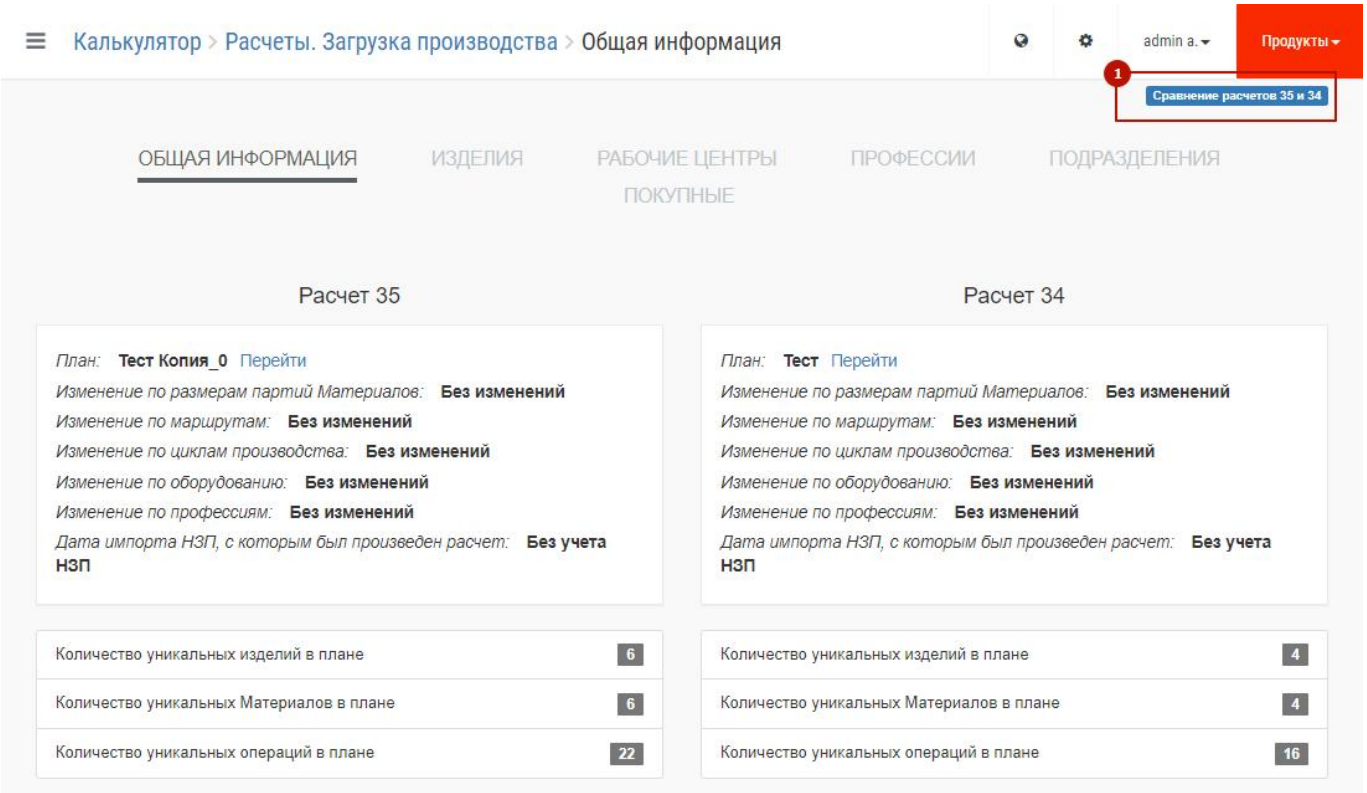
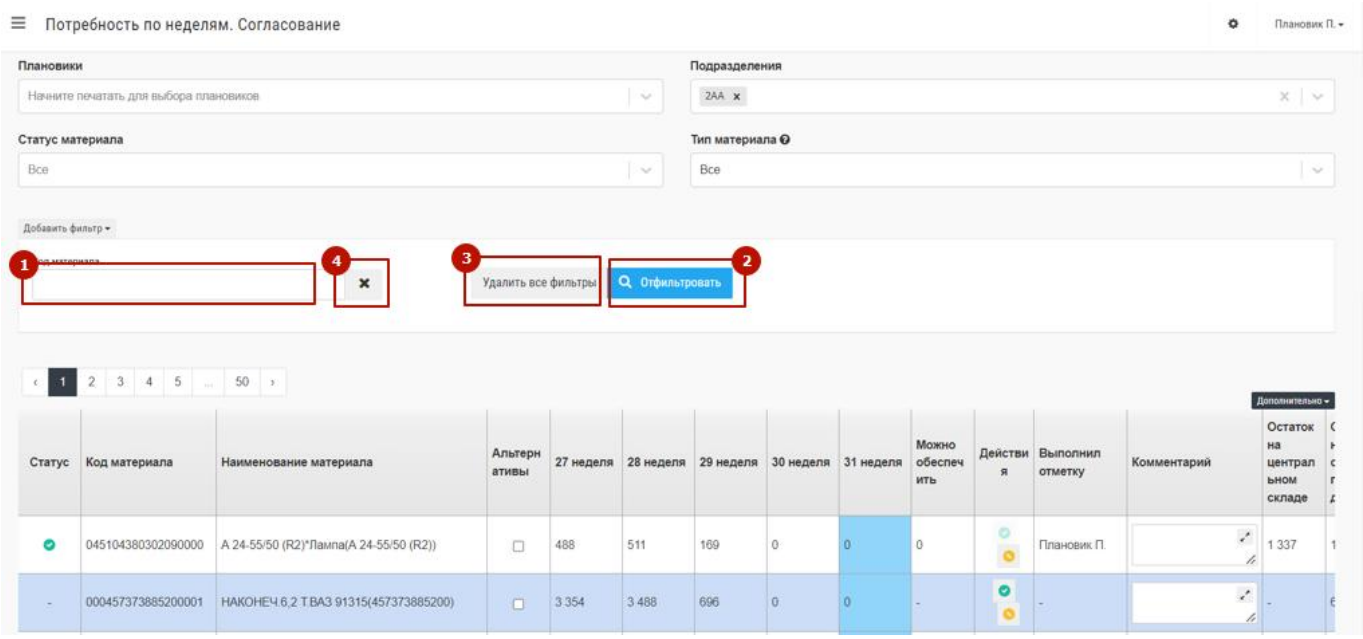

Рис. 83 – Сравнение расчетов
Рис. 91 – Работа с фильтрами
Откроется новое окно с общей информацией по двум сессия моделирования. Пример приведен на Рис. 83. В верхнем левом углу есть подсказка по номерам сравниваемых расчетов, которая всегда видна при переключении вкладок (1 на Рис. 83).
Доступные аналитические отчеты полностью аналогичны отчетам, описанным в разделе 7.2.1 Просмотр результатов моделирования (расчетов). Результаты сравнения доступны только в табличном виде. На диаграммах выводится информация по базовой сессии (667 на рис. 91). Значения сравнение выводится в виде «Было»→«Стало» «Разница». Например: 2 → 393 +391, где, если брать за пример Рис. 83, «Было» – это базовый расчет (35), «Стало» — это выбранный для сравнения отчет (36), разница считается как «Стало» - «Было».
После появления нового поля с фильтром необходимо в появившемся поле набрать значение и нажать на кнопку «Отфильтровать» (1 + 2 на Рис. 91). Ниже появятся результаты фильтра.
Фильтров может быть несколько. Для добавления еще одного фильтра необходимо повторить вышеуказанные действия. Для удаления всех фильтров нужно нажать кнопку «Удалить фильтры» (3 на Рис. 91). Для удаления конкретного фильтра необходимо нажать на крестик в поле фильтра (4 на Рис. 91).